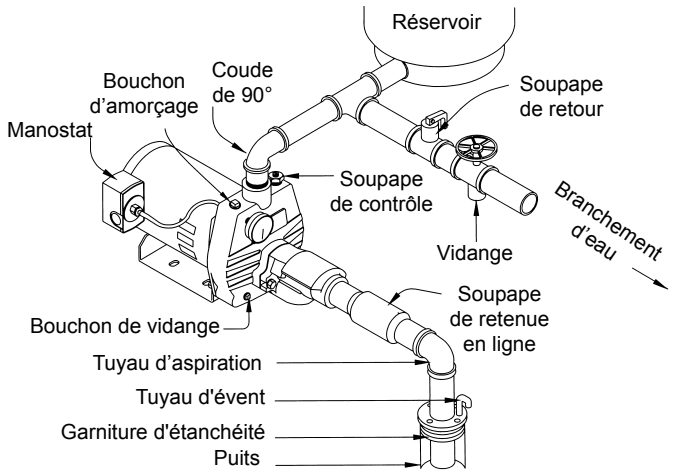

Fig. 3b - PUITS PEU PROFOND (AVEC SOUPAPE DE RETENUE EN LIGNE)
b) **Tuyau d'aspiration et de pression :** Il est recommandé de n'utiliser qu'un tuyau ou un boyau neuf de 1 ¼". Si la pompe se trouve à une certaine distance du point d'eau, il faudrait accroître le diamètre de la conduite et se servir d'un tuyau de 1 1/2". Les sections horizontales de tuyauterie seront graduellement inclinées vers le haut, depuis la source d'eau jusqu'à la pompe, pour éviter la formation de poches d'air dans la canalisation. Un lubrifiant de filetage doit être utilisé sur tous les joints du tuyau et les connexions doivent être bien serrées. **Un clapet de pied doit être installé** et vérifié pour détecter toute fuite qui empêcherait le bon fonctionnement du système. Disposer le clapet de pied de façon à ce qu'il soit immergé en tout temps. Si le puits ne peut fournir autant d'eau que la pompe peut vidanger, installer un tuyau d'aspiration, jusqu'à 30 pieds de long, entre l'injecteur et le clapet de pied. Au moment où le niveau d'eau dans le puits baisse, lors d'une forte demande, la capacité de la pompe sera réduite et le niveau ne tombera pas sous le clapet de pied, ce qui engendrerait la perte de l'amorçage de la pompe. Si une pointe filtrante est utilisée, installer un clapet de retenue près du tuyau d'aspiration de la pompe au lieu de clapet de pied (Fig. 3b). **Toutes les installations doivent avoir un clapet de pied et une soupape de retenue dans le tuyau d'aspiration.**